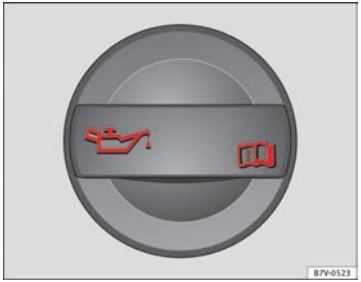

Fig. 155 In the engine compartment: Engine oil filler cap
– Unscrew cap from engine oil filler opening ⇒ Fig. 155.
– As soon as the oil level is in area (B), carefully close the cap.